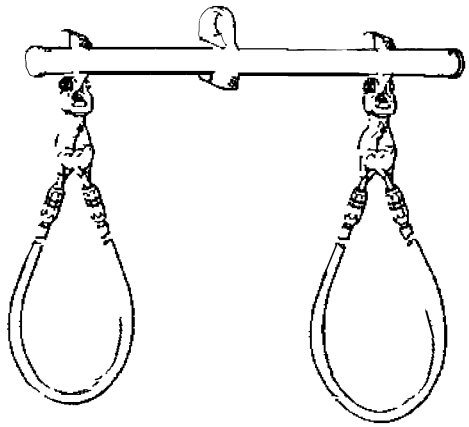
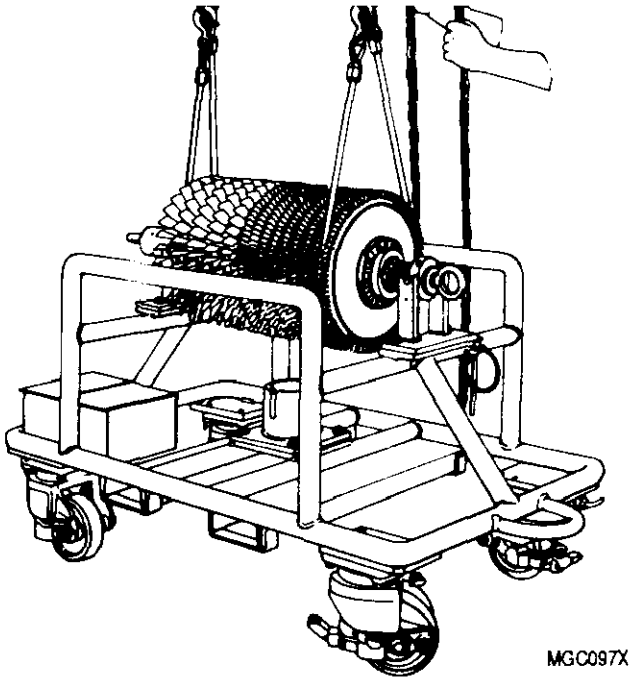
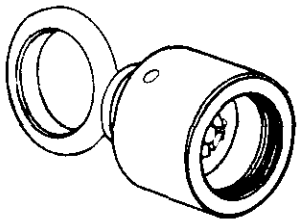

Figure 9. 3435 Compressor Rotor Sling
Figure 10. 6796833 Transportation and Storage Stand
Figure 12. 6796540 Lifting Adapter
a. Remove records receptacle cover (14, figure 9) and gasket (13). Place a copy of installation instructions (if available) and torquemeter records in a plastic engine records envelope and place into records receptacle (12). Reinstall cover and gasket. Torque nuts 60–80 lb in. Lockwire. (QA)
b. Place a 16–unit bag of MIL–D–3464, Class 1 desiccant into the desiccant basket (11). (QA)
h. Check the container closure gasket, humidity indicator, air valve, and relief valve gaskets for pressure leaks, using a soap and water solution. (QA)
a. Install 3435 compressor rotor sling (figure 9). Loop sling cables around rotor and lift compressor rotor assembly from 6796833 transportation and storage stand (figure 10).
c. Install 3435 compressor rotor sling (figure 9). Loop sling cables around rotor and lift compressor rotor assembly from container. If lifting rotor vertically, lift compressor rotor enough and install 6796540 compressor rotor lifting adapter (figure 12) on front compressor rotor shaft. Reposition rotor on container supports.